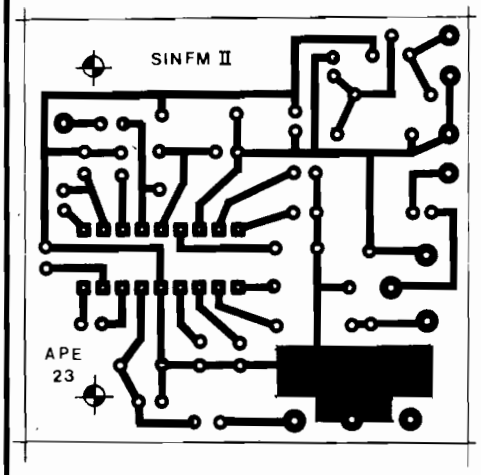

Fig.3
- **FIG. 3** - Lay out do Circuito Impresso específico. Embora um pouquinho "intrincado", o desenho não é difícil, podendo ser facilmente reproduzido e confeccionado (a figura está em escala 1:1, tamanho natural, portanto...). Devem ser rigorosamente respeitadas posições e dimensões, caso contrário as peças não "casarão" com os furos, no momento das soldagens... Quem não quiser ter o trabalho de confeccionar a placa específica, pode sempre recorrer à aquisição de **todo** o conjunto de componentes, na forma de KIT (ver anúncio em outra parte da presente APE...), que inclui a placa prontinha, furada, protegida por verniz, e com o "chapeado" (diagrama de posicionamento dos componentes) demarcado em **silk-screen** pelo lado não cobreado). Em qualquer caso (placa pronta, vinda com o KIT, ou placa "feita em casa"...), o Leitor/Hobbysta que ainda não tiver muita prática em montagens deverá consultar atentamente às INSTRUÇÕES GERAIS PARA AS MONTAGENS, encarte permanente de APE (sempre lá nas primeiras páginas da Revista).